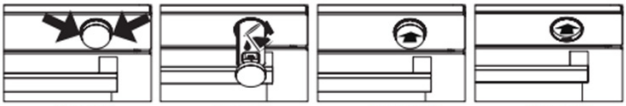

Figura 8 Figura 9 Figura 10 Figura 11
2. Llene el recipiente de agua (véase la figura 8) y deslícelo en el sentido de la flecha hasta la posición inicial para colocarlo en su sitio (véase la figura 9). (Ver figura 10) Después de 10 minutos de precalentamiento, deslice el recipiente de agua en el sentido de la flecha hasta que oiga un “clic”. (véase la figura 11).